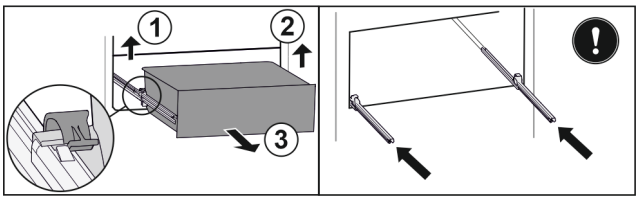

Fig. 177
▶ Lift left clamp and simultaneously pull drawer forwards on the left. *Fig. 177 (1)*
▶ Lift right clamp and simultaneously pull drawer forwards on the right. *Fig. 177 (2)*
▶ Remove drawer to the front. *Fig. 177 (3)*